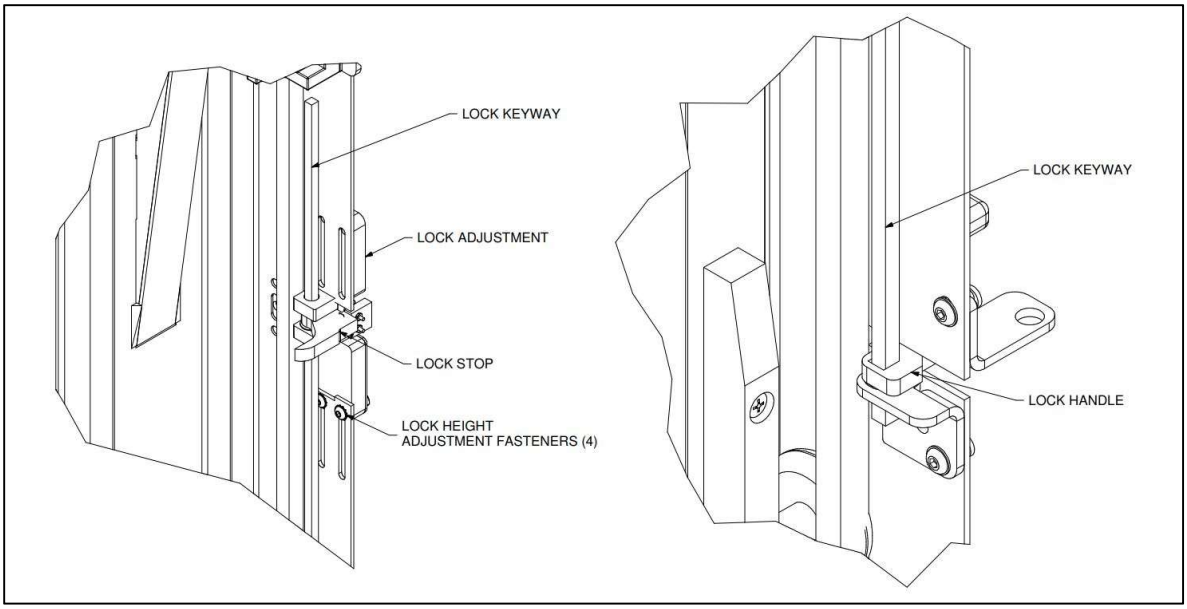
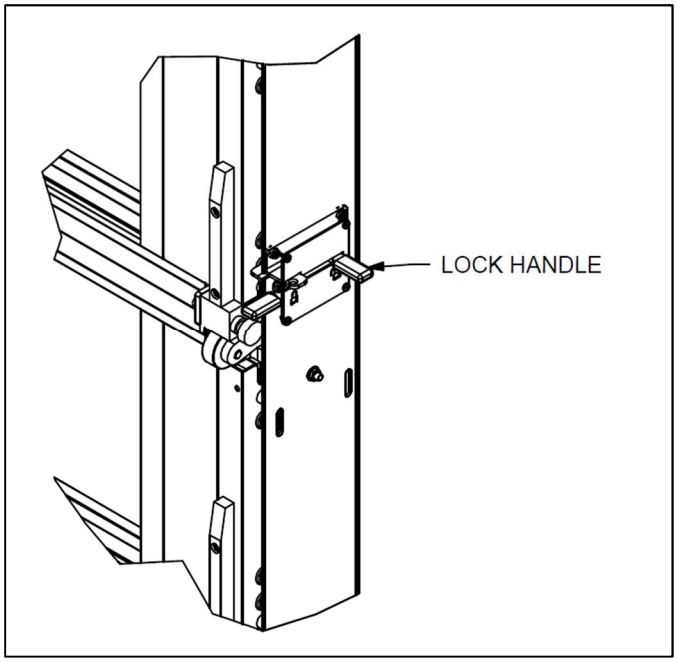

***Figure 29 – LOCKING SETUP (Right Hand Guide – Unlocked State)***
***Figure 30 - LOCK HANDLE (Right Hand Guide – Unlocked State)***
77. Insert the rod through the lock handle, lock stop, and bushings. Ensure the handle and lock stop are both in the unlocked state when attaching and secure the setscrew on the handle. Refer to **Figure 29** and **Figure 30** for orientation.